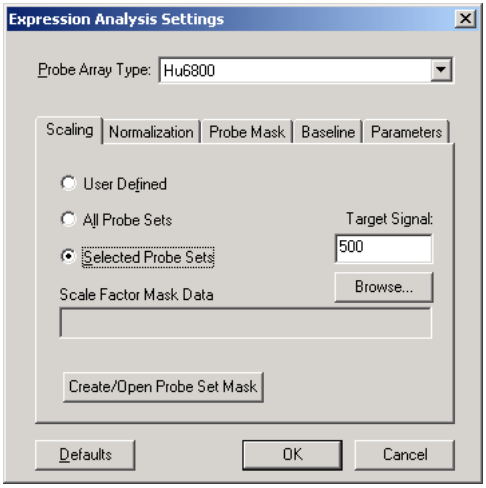

Figure E.12
1. In the Scaling tab, choose the **Selected Probe Sets** option **(Figure E.12)**.
2. Click **Browse** **(Figure E.12)**.